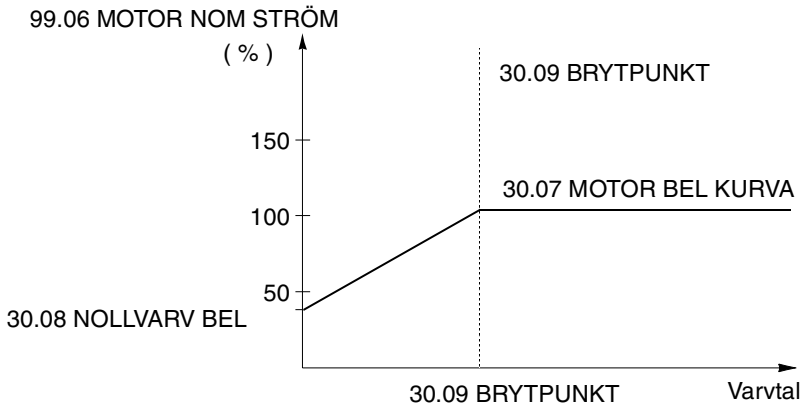

Figur 6-19 Motorns belastningskurva.
- Motorns uppvärmning beräknas utifrån en belastningskurva (Figur 6-19). Motorn värms utöver sin normala drifttemperatur om den arbetar i området ovanför kurvan, men svalnar om den arbetar under kurvan. Uppvärmnings- och avsvalningshastigheten bestäms av parametern MOTOR TERM TID.
MOTOR BEL KURVA till NOLLVARV BEL (parameter 30.08). Figur 6-19 ger ett exempel på belastningskurva.